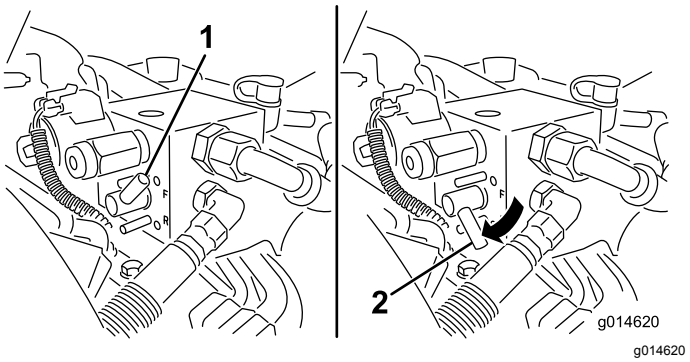

**Figur 49**
5. Drej baglapningsgrebet til positionenBAK (R) (Figur 49).